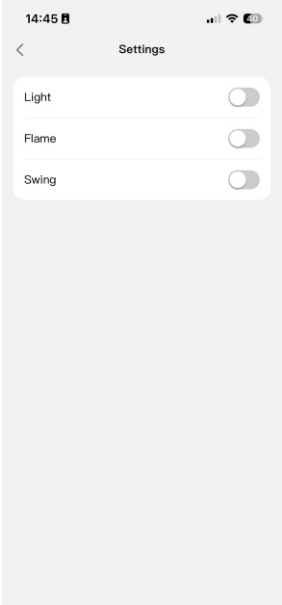

Bild11
5. Drücken Sie „Settings“, um die in Bild 11 gezeigte Anzeige aufzurufen.